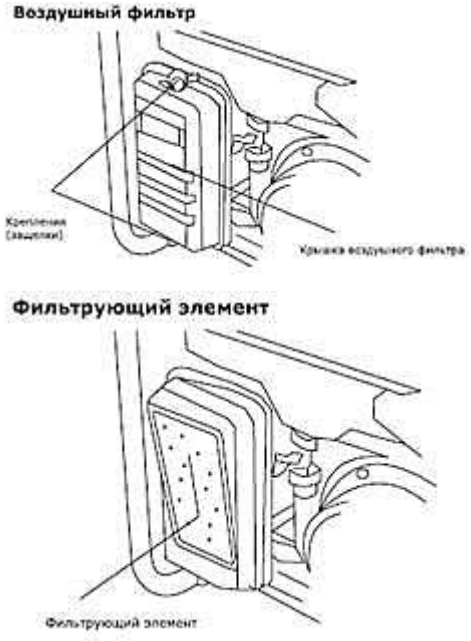

Рис. 6
6. Проверьте величину зазора между заземляющим и центральным электродами, используя специальный щуп. При необходимости установите зазор 0,7-0,8 мм (рис.6).
Для губчатого фильтра (Рис.6):